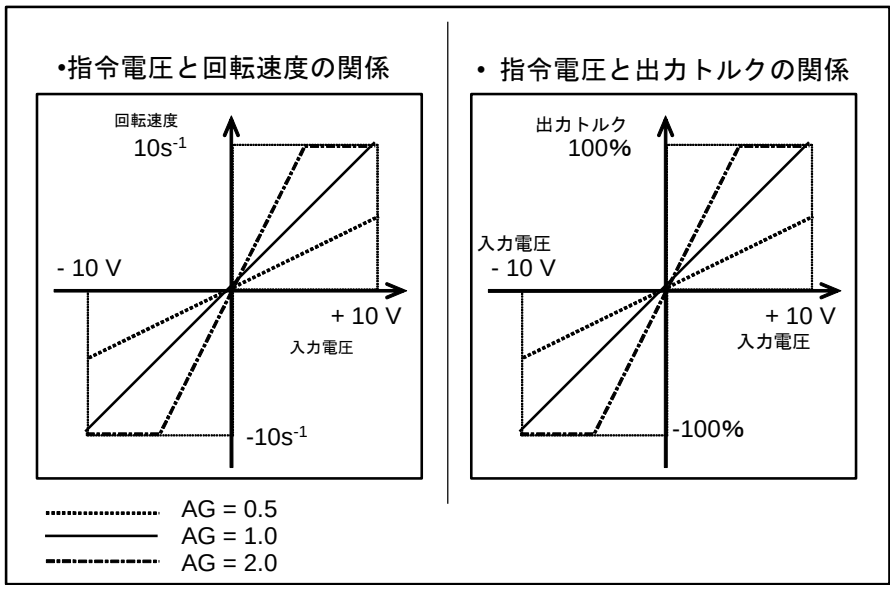

図 6-25：指令電圧とモータの回転速度および出力トルク
- 指令電圧と回転速度および出力トルクの関係は，**パラメータ** AG：**アナログ指令ゲイン**で変更可能です．指令電圧と回転速度に関しては「図 6-25：指令電圧とモータの回転速度および出力トルク」を参照してください.